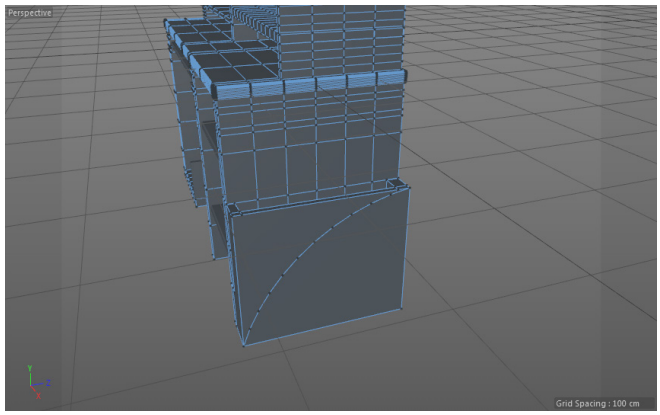

Figure 3-65 *The edge converted to an arc shape*
9. Hover the cursor over the created edge. Press and hold the CTRL+SHIFT keys and then drag (do not click, just drag); the shape of the edge is changed to an arc shape, refer to Figure 3-65.